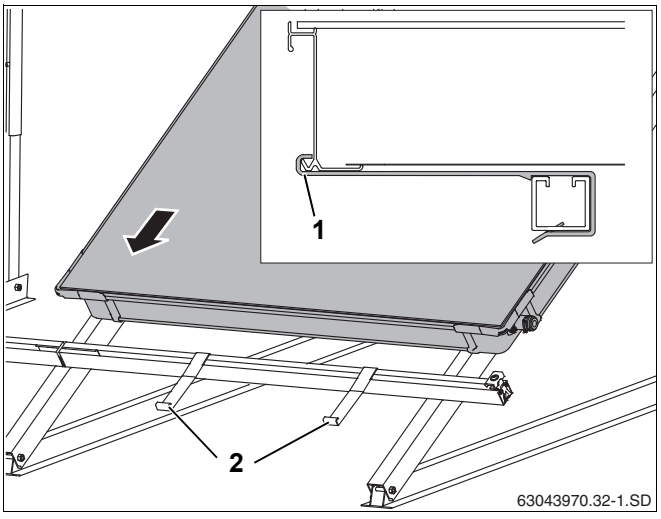

Рис. 46 Установка первого коллектора на профильные рейки
- Уложить первый коллектор на профильные рейки. Коллектор должен встать в крепления от сползания (рис. 46, **поз. 2**).
Нижний край коллектора должен войти в крепление от сползания (рис. 46, **поз. 1**).